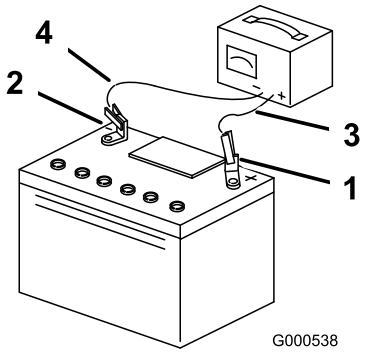

Figuur 45
3. Zodra de accu volledig is opgeladen, haalt u de acculader uit het stopcontact en maakt u vervolgens de oplaadkabels los van de accuklemmen (Figuur 45).